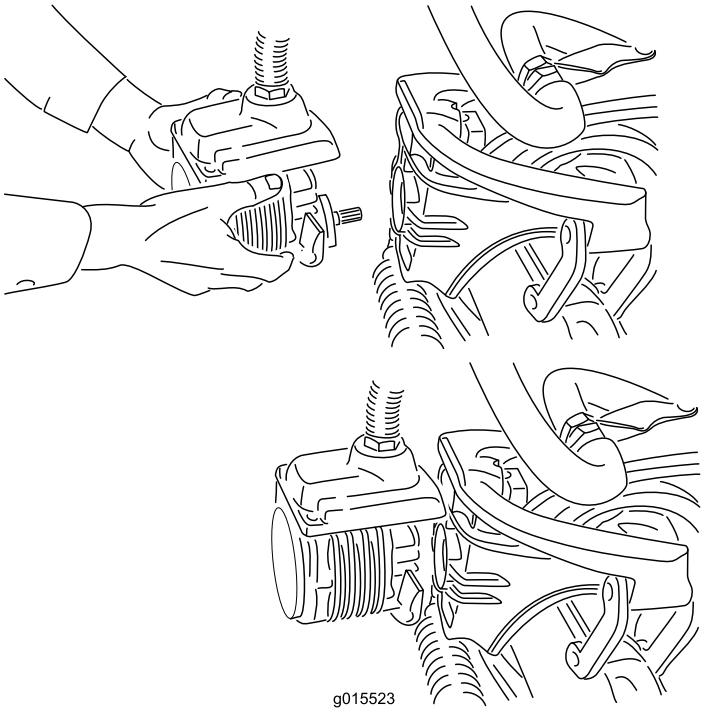

Figur 39
4. Flytt motoren til lagringsplassen foran på hjulopphengsarmen (Figur 39).